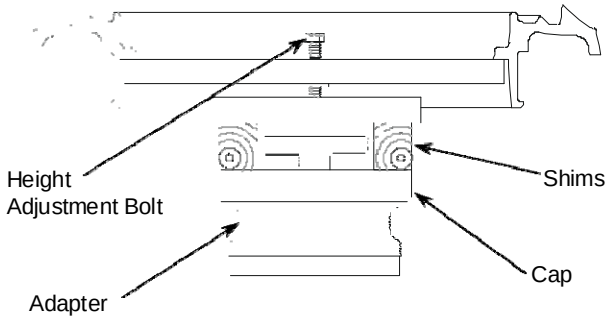
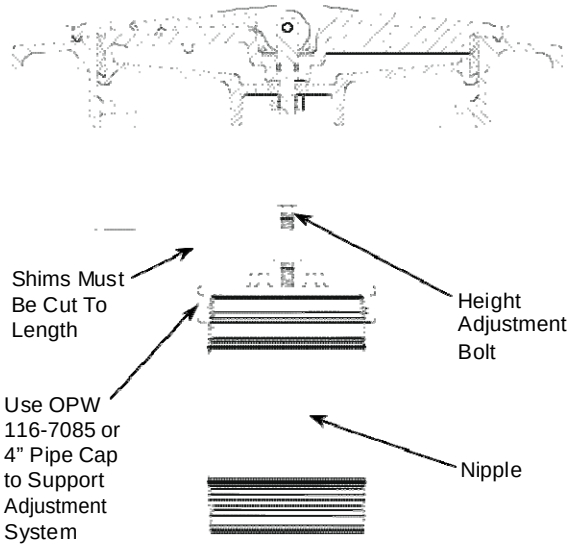

Figure 3 - Standard Cover Model Height Adjustment
Figure 4 - Sealable Cover Model Height Adjustment
Step 8: (See Figure 3 & 4)
Install adjusting system (sold separately, part number H12267) beneath tabs on mounting ring. See Figure 3 for standard cover models. See Figure 4 for sealable cover models. Add shims as needed and adjust with screw. (Shims must be cut to size for sealable cover models.) The height can be increased up to 1" (2.5cm).